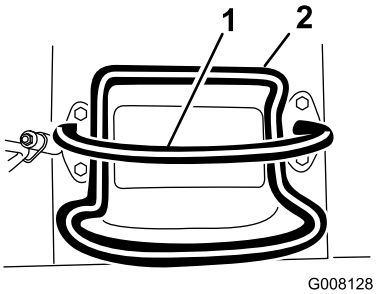
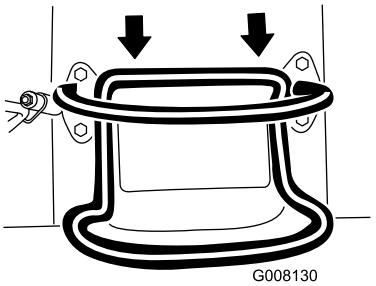

Figuur 8
Figuur 10
- Om achteruit te rijden, beweegt u de tractiehendel naar achteren (Figuur 10). **Kijk bij het achteruitrijden altijd naar achteren en houd uw handen op de referentiebalk (Figuur 8).**
- Om te stoppen, laat u de tractiebediening los (Figuur 8).